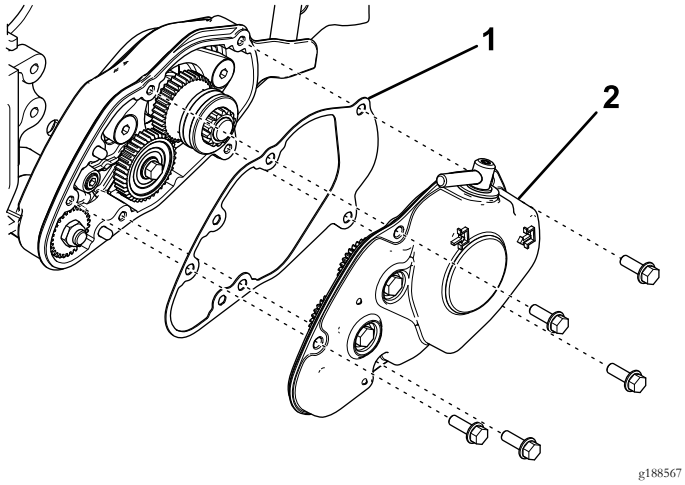

Figur 8
13. Anbring pakningen over passtifterne på trimmerhuset (Figur 8).
14. Fastgør dækslet på trimmerhuset ved at sætte koblingssamlingens aktuatorstift ind i drivtandhjulets rille (Figur 8).
15. Fastgør dækslet med 5 flangehovedbolte (Figur 8).